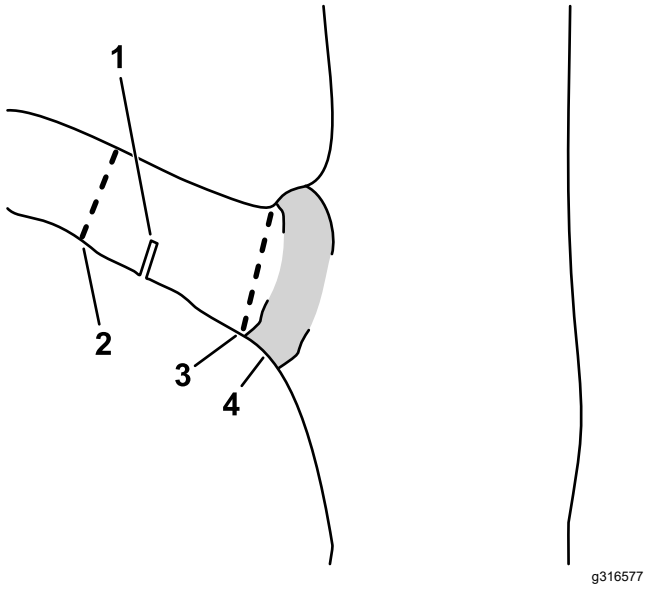

**Figur 13**
C. Sav stubben af ved grenbasis (Figur 13).